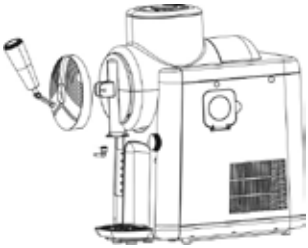

Abb. 6
12. Anschließend entriegeln Sie die vordere Abdeckung des Mischbehälters durch Drehen gegen den Uhrzeigersinn und nehmen sie vom Gerät ab (Abb. 6).